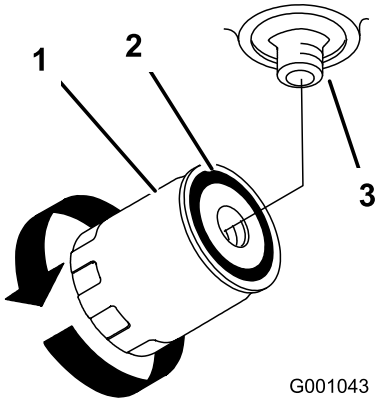

Figura 72
7. Aplique una capa fina a la junta de goma del filtro nuevo (Figura 72).
9. Llene el depósito de aceite hidráulico con aceite hidráulico hasta que éste rebose por encima del filtro, gire el filtro en el sentido de las agujas del reloj hasta que la junta de goma entre en contacto con el adaptador del filtro, luego apriete el filtro media vuelta más (Figura 72).